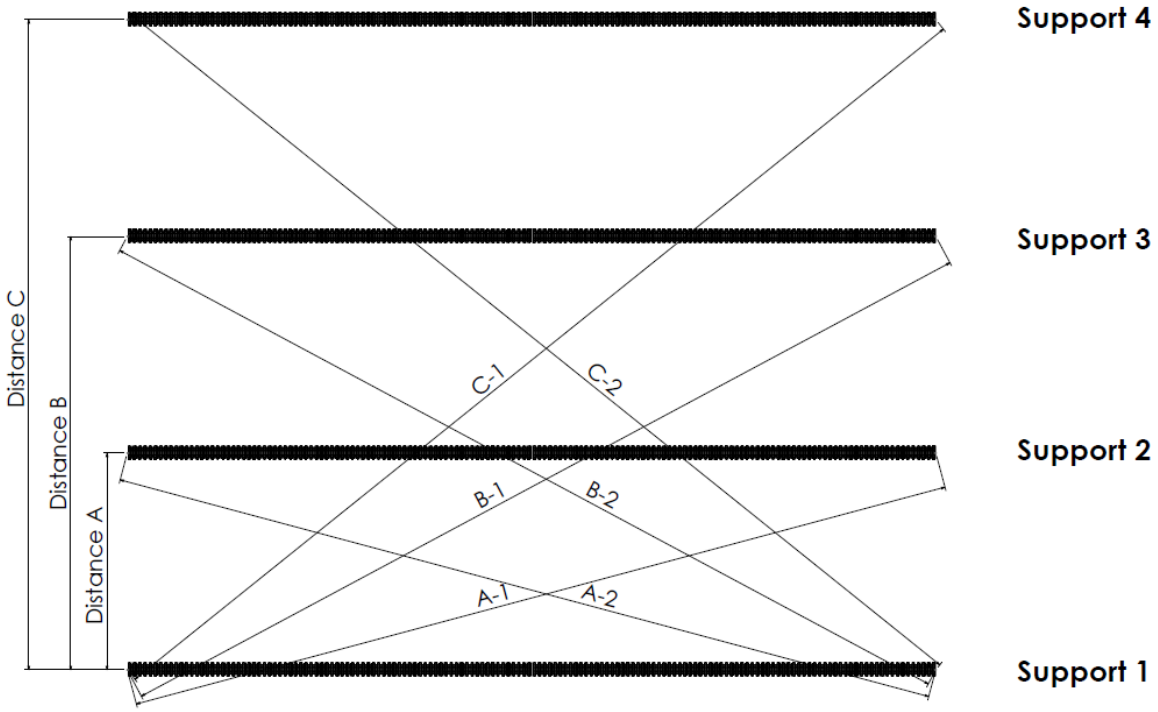

Figure 15. Line-up Pipe Stop
- When the distances between the rails is decided, the first two rails can be connected to each other. The first support can be placed in position and fixed to the surface. Connect two other rails for support 2. To line-up support 1 and support 2, the rails must be placed parallel, this can be done by measuring “Distance A” (figure 15). To check if the starting point of support 1 is the same as support 2, distance “A-1” and “A-2” can be measured. Distance “A-1” should be the same as “A-2”. If the support is in position, it can be fixed to the surface. To line-up support 3 and 4 the same principal can be used, to minimize tolerances always measure from support 1. When the first two rails of each support are lined-up and fixed to the surface, the supports can be endless extend with other Pipe Stop Rails. Please contact Dhatec for all questions about lining-up the rails.